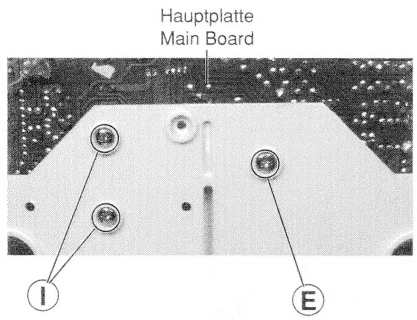

Fig. 2
- Schraube Ⓔ herausdrehen (Fig. 2).
- Undo the screw Ⓔ (Fig. 2).
- 2 Schrauben Ⓘ (Fig. 2) herausdrehen.
- Undo 2 screws Ⓘ (Fig. 2).